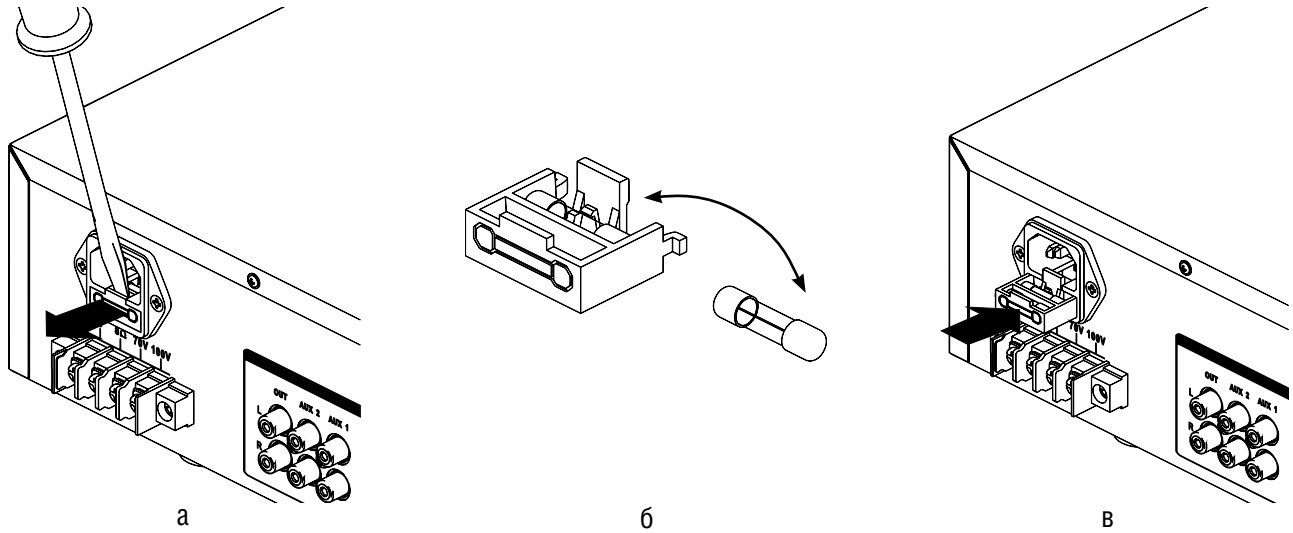

Рисунок 11.1 Порядок замены перегоревшего предохранителя
2. Извлеките крышку предохранителя из трансляционного усилителя аккуратно поддев её шлицевой отвёрткой (**Рис. 11.1, а**).
3. Замените перегоревший предохранитель исправным, предварительно убедившись, что в крышке не осталось посторонних предметов (**Рис. 11.1, б**).
4. До упора вставьте крышку с исправным предохранителем в трансляционный усилитель (**Рис. 11.1, в**).